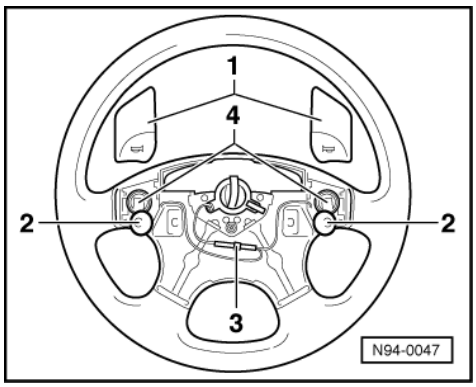

Fig.1 Removing and installing horn pushes steering wheel with airbag unit
- Removing horn push => Fig. 1